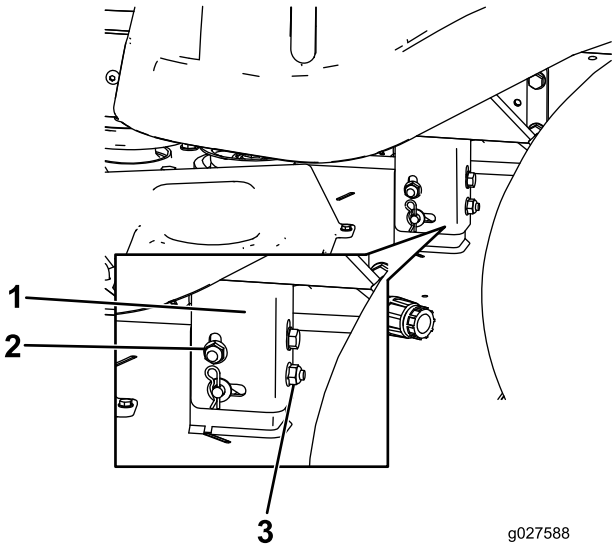

Figuur 58
8. Breng de linkerkant van het maaidek omhoog of omlaag door aan de achterste moer te draaien (Figuur 58).